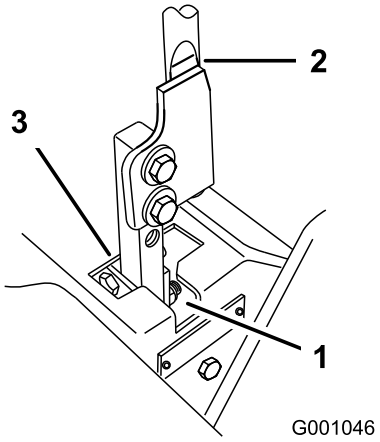

Figuur 76
5. Zet de hendel in de neutraalstand zonder deze te vergrendelen (Figuur 76).
6. Trek de hendel naar achteren totdat de gaffelpen (op de arm onder de draaias) contact maakt met het uiteinde van de sleuf (en net druk op de veer begint uit te oefenen) (Figuur 76).
7. Controleer of de hendel de juiste stand heeft ten opzichte van de inkeping in het bedieningspaneel (Figuur 76). De hendel moet in het midden staan zodat deze naar buiten kan draaien en worden vergrendeld in de neutraalstand.